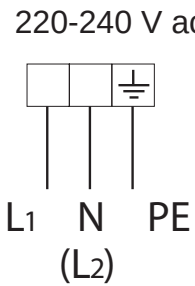

Fig. 3.2
- Connect the wires to the terminal block “**B**” according to the diagram in figure 3.2.